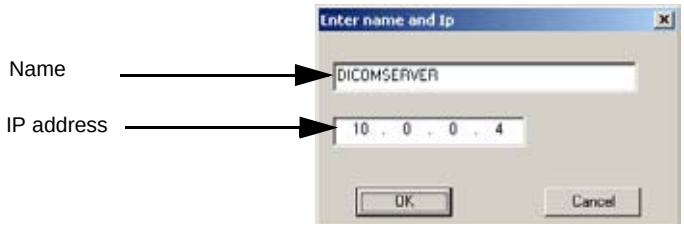

Figure 3-101 Edit Name and/or IP address
c.) Edit the name and/or the IP address of the server, see Figure 3-101.